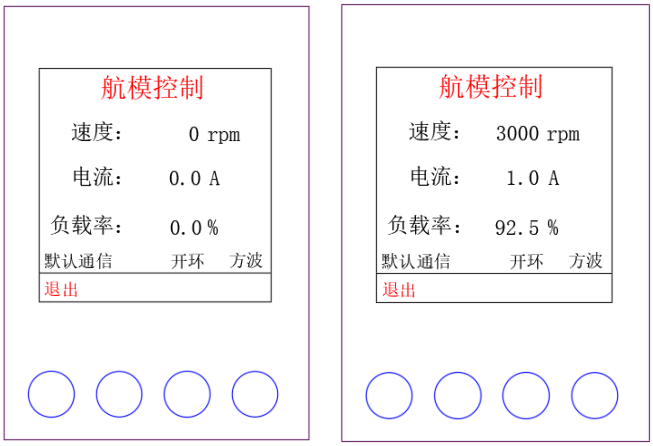

图 6.64 外部航模 PWM 开环控制各界面
- 调节驱动器外部输入航模 PWM 脉宽大小，进行调速和方向控制。如**图 6.64**。